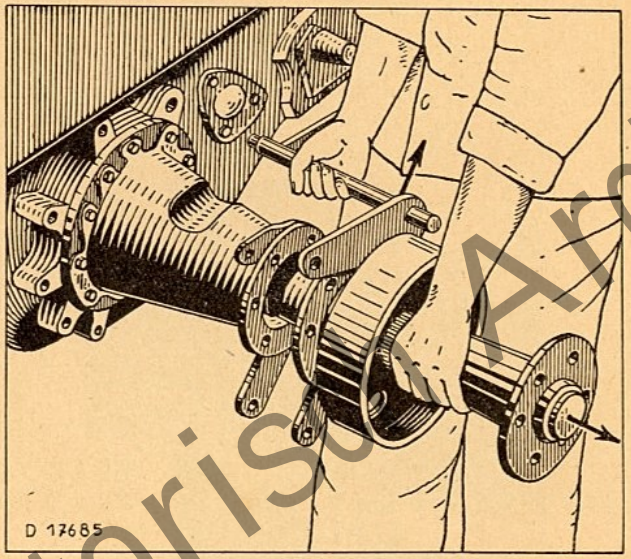

Bild 7
6. Auf beiden Seiten Hinterachse samt Bremsscheibe soweit herausziehen, daß das Bremsschild links und rechts samt Bremswelle herausgenommen werden kann (Bild 7).